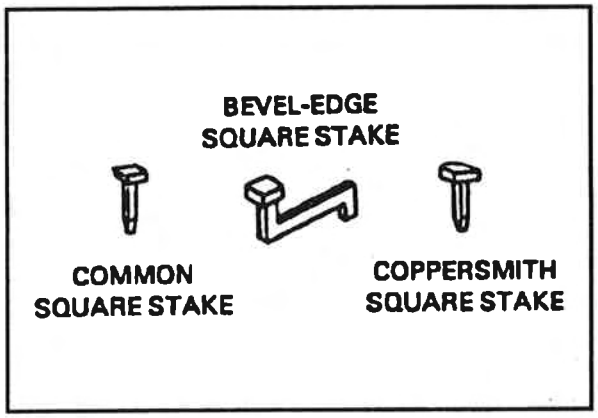

Figure 3-62. Square stakes
- Square. Three varieties of square stakes are used for general sheet-metal-forming work: common, bevel-edge, and coppersmith (Figure 3-62). The common square stake is squared off on all ends. The bevel-edge stake is offset to allow more varied applications. The coppersmith stake has three square sides and one rounded side. Square stakes are the most commonly used stakes in aircraft structural repair shops.